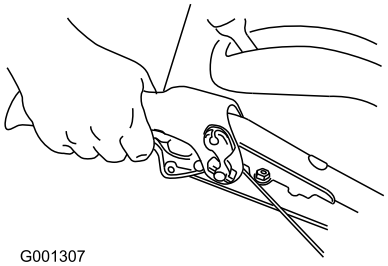

Figur 13
4. För att köra framåt kopplar du in hjuldrivningen och trycker sakta ner vänster drivspak mot handtaget (Figur 13).